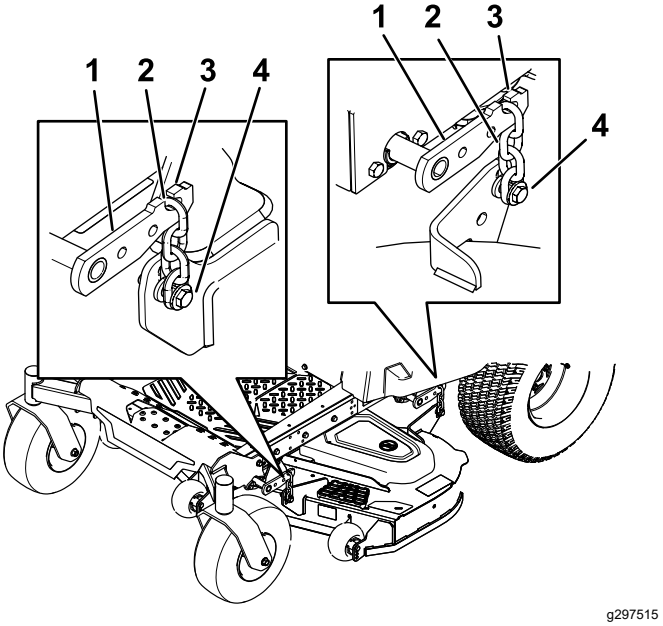

Figur 77
8. Fjern kjedene fra krokene på klippeenhetens løfterarmer (Figur 77).
6. Løft bakre del av klippeenheten og fest kjedene til de bakre løftearmene (Figur 77).
7. Fest de fremre kjedene til de fremre løftearmene (Figur 77).